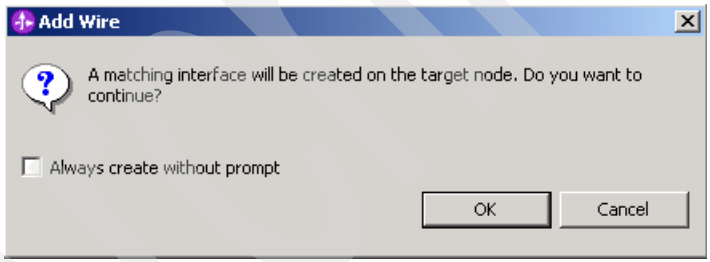

Figure 12-9 The Add Wire window
5. In the Add Wire window (Figure 12-9), click **OK** to continue.